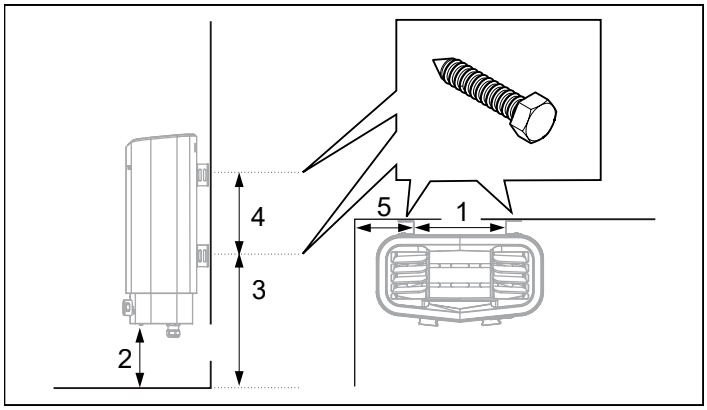

Fig 8: Måttsättning
6. Placera konsolskruvarna enligt måttsättning (se Fig 8).